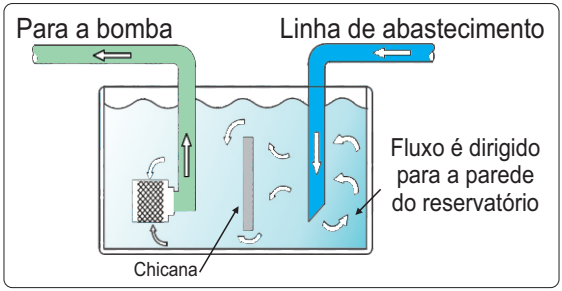

Figura 3
8.14 O ponto de captação de água para o pressurizador deve ficar o mais afastado possível da tubulação de abastecimento do reservatório, evitando assim, a sucção de bolhas de ar. Não havendo essa possibilidade, pode-se instalar chicanas no reservatório (ver figura 3).